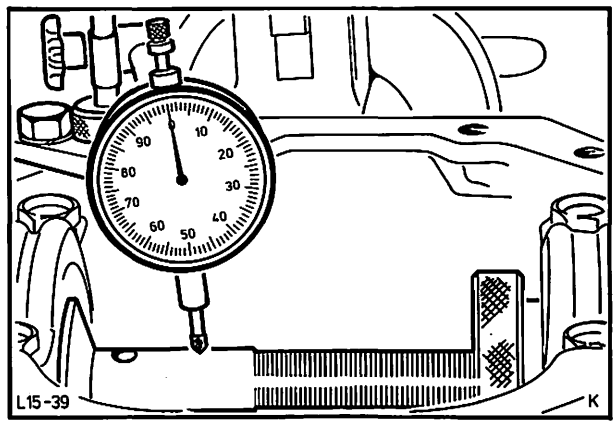

Abb. 64 Meßwelle justieren
24. Meßuhr 15-046 mit Zusatzstück 15-008-01 und Halter 15-022 am Hinterachsgehäuse befestigen und Taststift auf die Mitte der Meßwelle setzen. Welle langsam eine **volle** Umdrehung drehen und auf den **Gesamtausschlag** des Meßuhrzeigers achten. Dann Meßwelle so weit drehen, bis die Meßuhr den **halben** Wert des gemessenen Ausschlages anzeigt. Danach darf die Meßwelle **nicht** mehr gedreht werden, Abb. 64.